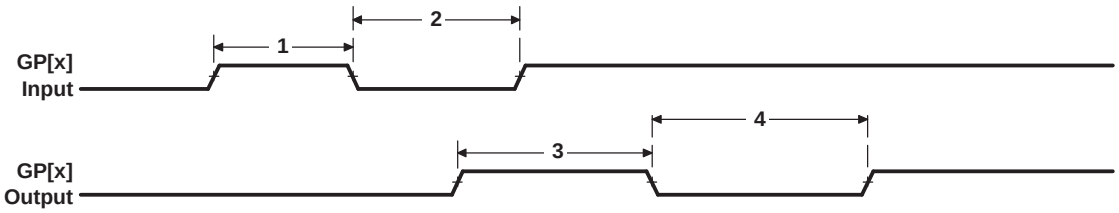

**Figure 6-55. GPIO Port Timing**
**Table 6-112. Timing Requirements for GPIO Inputs[1] (see Figure 6-55)**
(1) The pulse width given is sufficient to generate a CPU interrupt or an EDMA event. However, if a user wants to have DM6437 recognize the GP[x] input changes through software polling of the GPIO register, the GP[x] input duration must be extended to allow DM6437 enough time to access the GPIO register through the internal bus.
(2) C = SYSCLK3 period in ns. For example, when running parts at 600 MHz, use C = 10 ns.
**Table 6-113. Switching Characteristics Over Recommended Operating Conditions for GPIO Outputs (see Figure 6-55)**